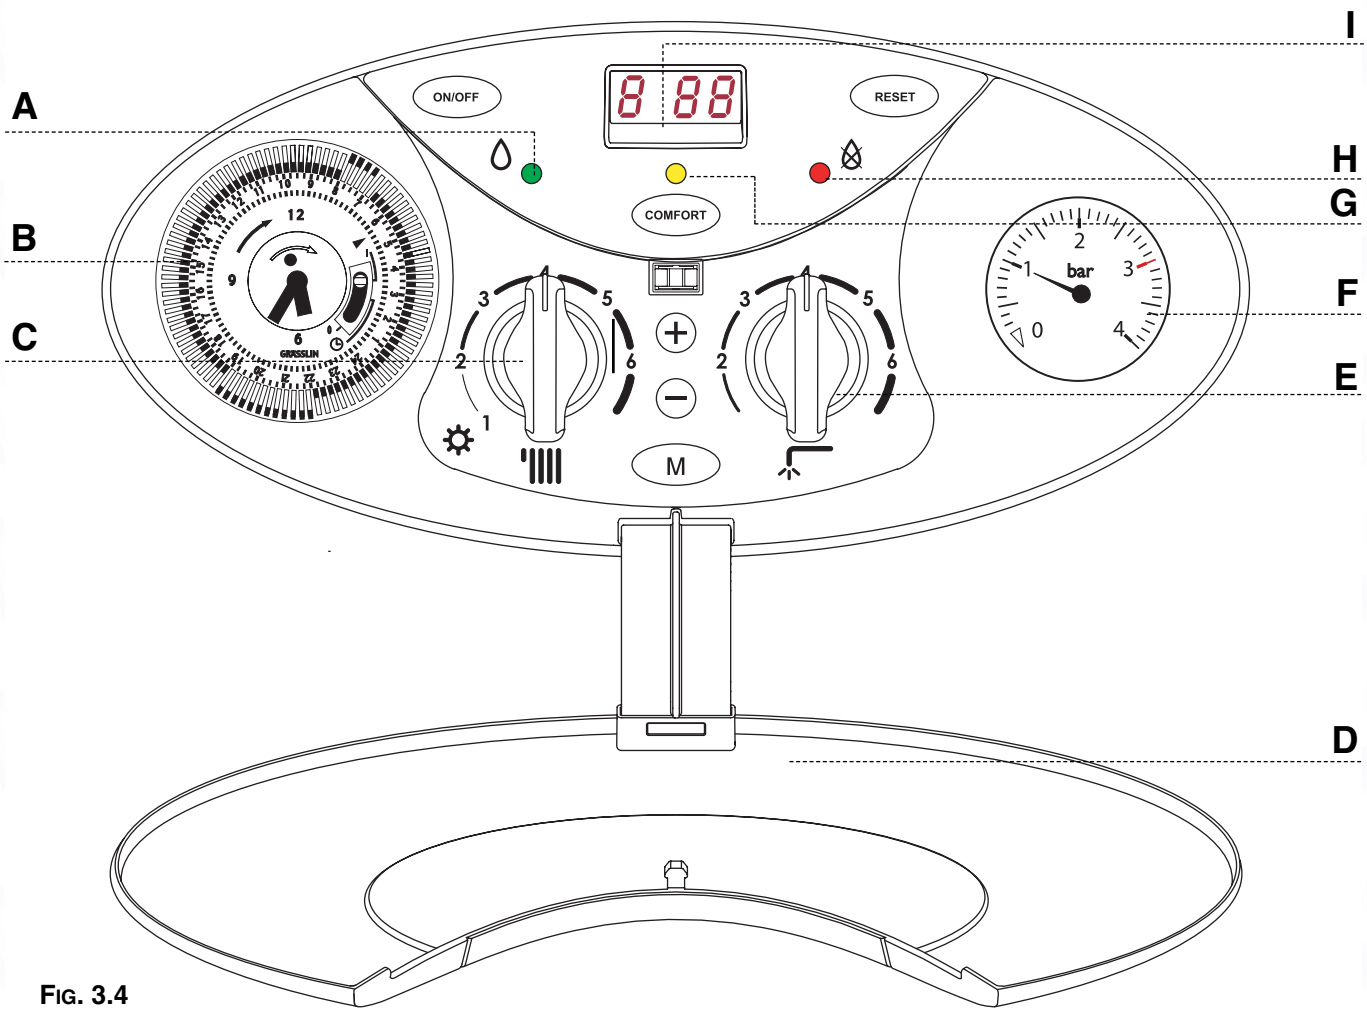

Fig. 3.4
- the system pressure is at least 1 bar on the pressure gauge "F" (Fig. 3.4);